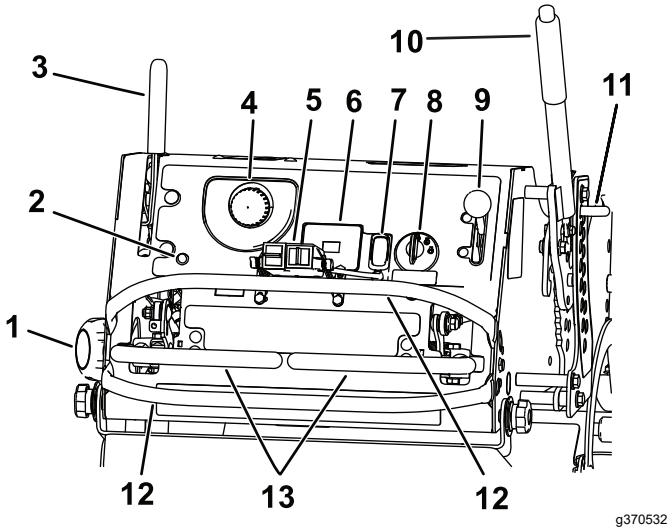

Figura 4
Si se detecta un problema o una avería en el sistema, se enciende el indicador de avería (IA) (Figura 4).
El mando de la toma de fuerza (TDF) se utiliza para engranar y desengranar las cuchillas de la segadora o arrancar y parar accesorios motorizados (Figura 4); consulte Uso del mando de la toma de fuerza (TDF) (página 17).
El acelerador controla la velocidad del motor y tiene un ajuste variable continuo de LENTO a RÁPIDO (Figura 4).
Las palancas de control de movimiento se utilizan para conducir la máquina hacia adelante, hacia atrás y girarla en ambos sentidos (Figura 4).